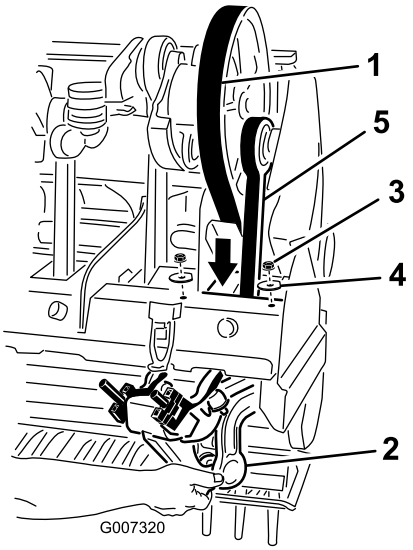

**Figur 34**
5. Lossa och ta bort de två (2) låsmuttrarna och brickorna som låser fast motviktssystemet Rotalink vid stamparm 1 (Figur 34).
7. Dra drivremmen ner genom luftarhuvudsramen och runt den nedre änden av stamparm 1 (Figur 34).